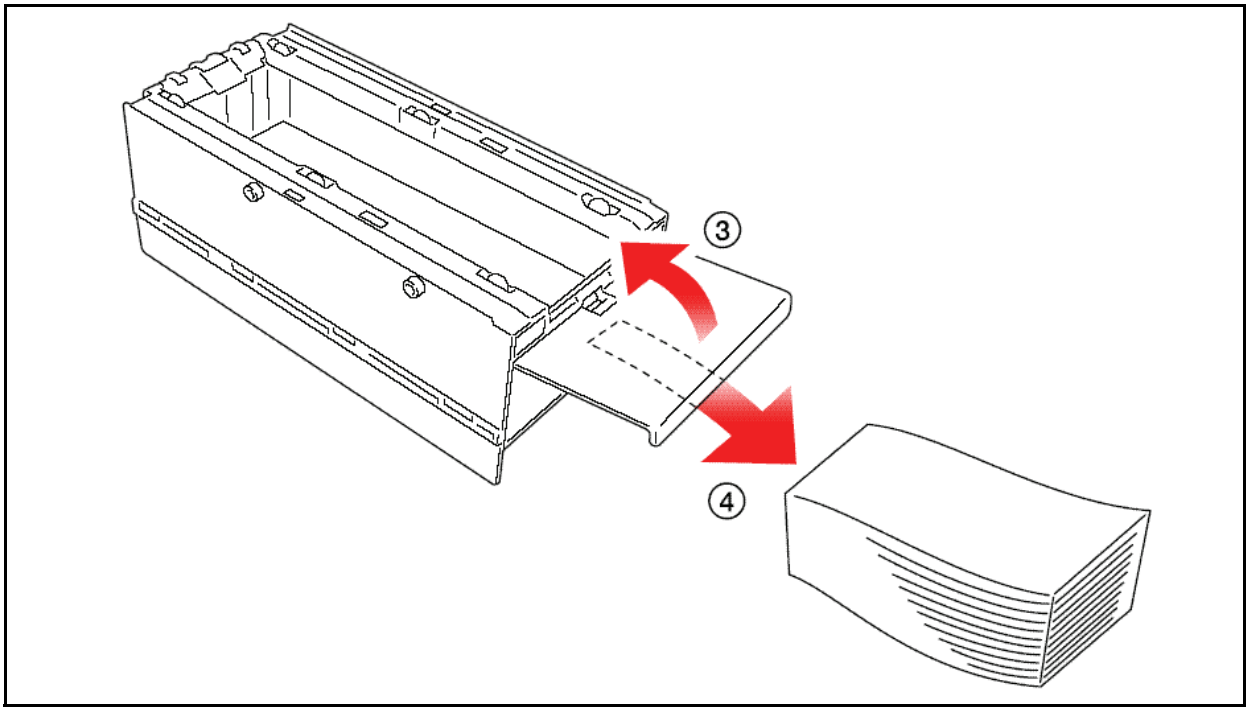

Figure 1-12 Final Banknote Retrieval Steps
3. Open the Cash Box cover in the ③ Arrow direction illustrated in Figure 1-12. Remove the Banknotes in the ④ Arrow direction.